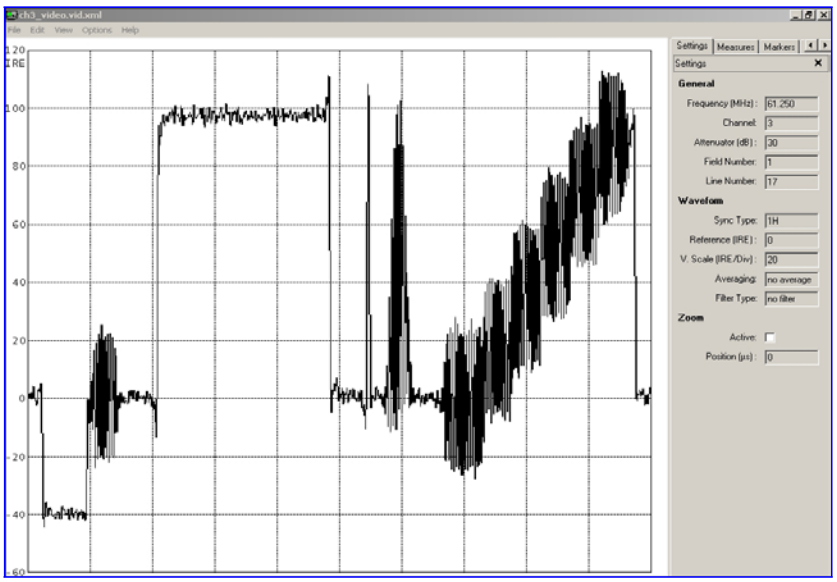
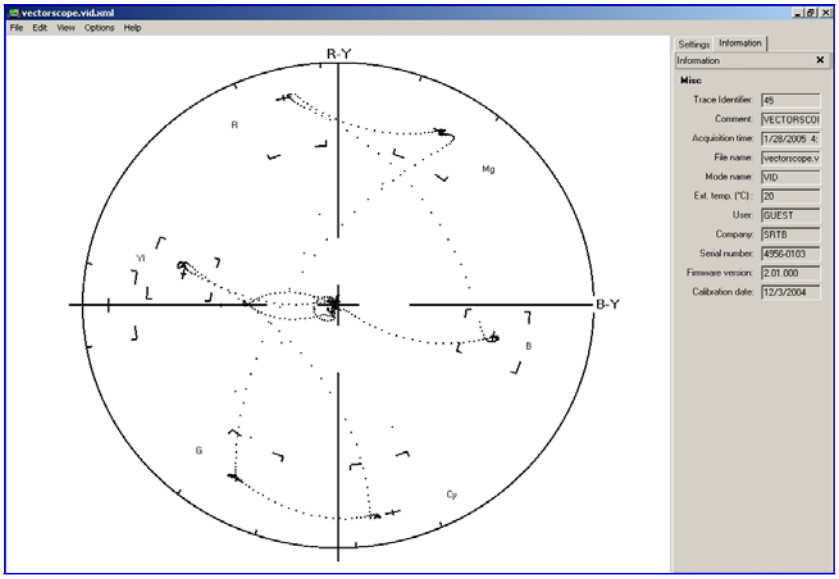

Figure 4-9: Viewing a video trace (waveform monitor)
Figure 4-10: Viewing a video trace (vectorscope view)
2. Highlight a .vid.xml file that is a video trace. The captured video trace may be that of a waveform monitor display as in Figure 4-9 or a vectorscope display as in Figure 4-10.